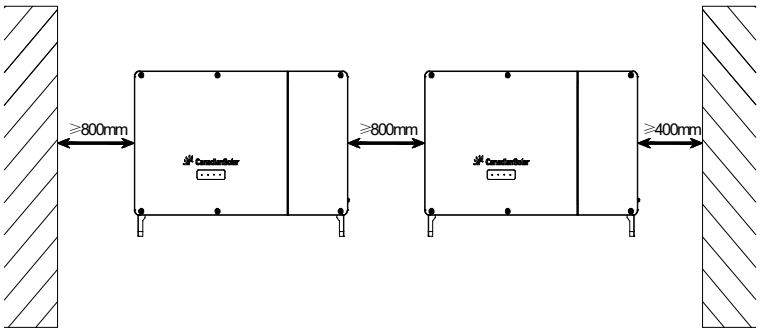

图 4-4 多台安装空间
2) 安装多台逆变器时，需要在逆变器间预留一定的间距，如图 4-4。